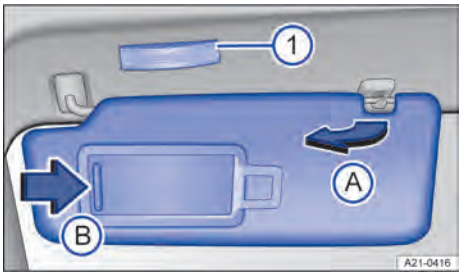

**Fig. 86** En el revestimiento interior de la parte delantera del techo: parasol.
2. se pueden extraer del soporte y girar hacia las puertas → fig. 86 Ⓐ.
1. Desplace la tapa en el sentido de la flecha → fig. 86 Ⓑ.
La luz → fig. 86 ① se apaga al cerrar la tapa del espejo de cortesía o al subir el parasol.